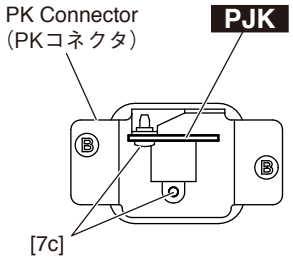

Fig.4（図 4）
3-3 Remove the two (2) screws marked [7c]. The PJK circuit board can then be removed. (Fig.4)
3-3 [7c] のネジ 2 本を外し、PJK シートを外します。(図 4)